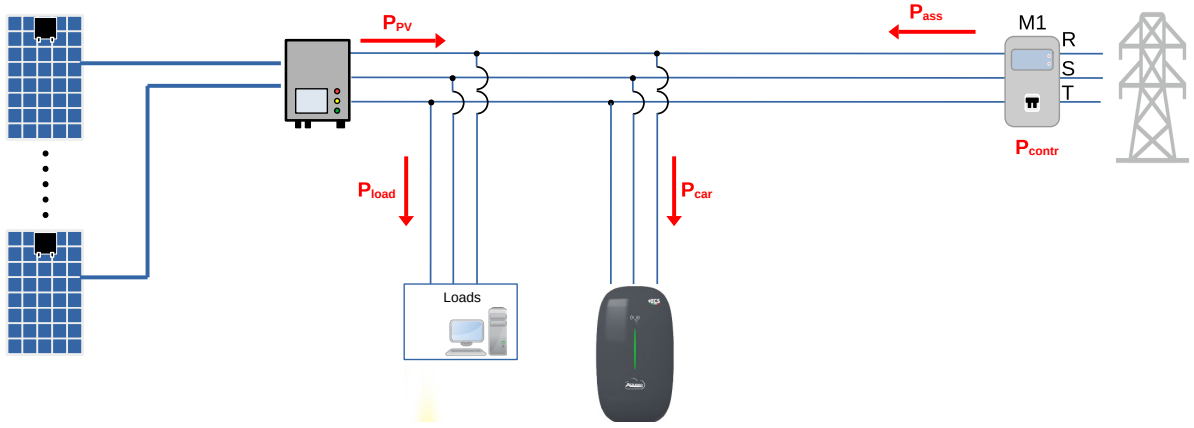

Figura 2 - Potenza assorbita con fotovoltaico
4.2. Ricarica con solo potenza fotovoltaica (PV)
Una funzione possibile e a volte richiesta è la ricarica del veicolo utilizzando la sola produzione fotovoltaica (PV). Tale funzione non va confusa con la ricarica con potenza in eccesso che viene illustrata nel paragrafo 4.3 ma semplicemente realizza la seguente uguaglianza (ci si riferisca alla Figura 2 - Potenza assorbita con fotovoltaicoFigura 2):